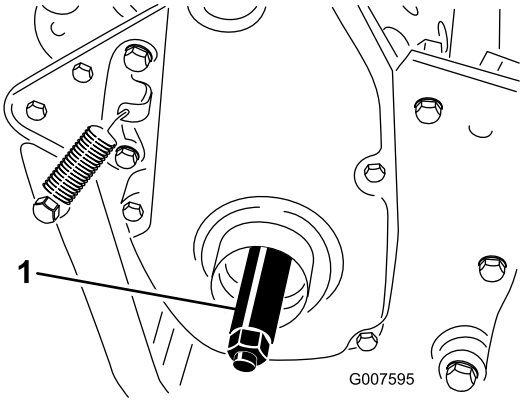

Figura 8
3. Enrosque o eixo direito da roda na polia da transmissão do lado direito da máquina (Figura 8).